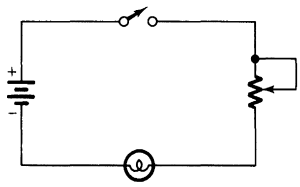

FIGURE 1-1H
8. Use your circuit board or trainer unit to set up the circuit shown in Fig. 1-1H. Some of the types of circuit boards and trainers that may be used for your experiments are shown in Fig. 1-1I. You should study the layout of the one you are using to be sure that you connect this circuit and the others you construct properly. You should become very familiar with the use of a circuit board. For most circuit boards it is necessary to cut wire of the proper diameter to various sizes and to strip about ¼ inch of insulation from both ends. The wires are then used to make circuit connections. The switch and potentiometer should have wires soldered to their terminals about 2 inches long for connecting to the circuit board. They will be used for many other experiments. This would be a good time to review the appendix material on soldering and electronics tools in appendix D and appendix E.